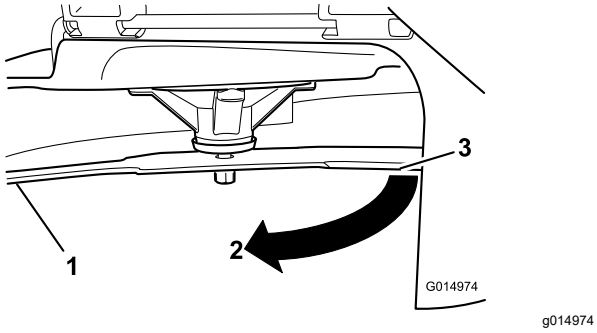

Figuur 103
3. Gemeten afstand tussen mes en de ondergrond (A)
4. Draai hetzelfde mes 180 graden, zodat de maairand aan de andere kant nu in dezelfde stand staat (Figuur 103).